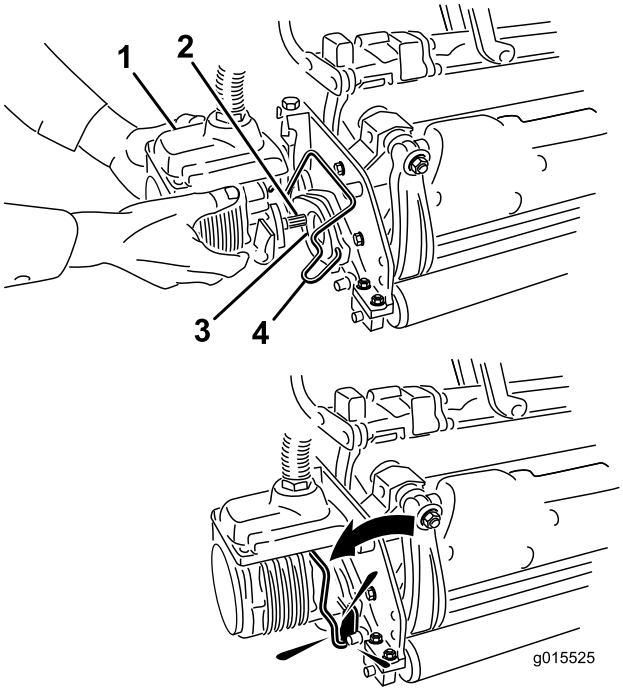

Figur 37
6. Dekk kileakselen i klippeenhetsmotoren med rent smørefett (Figur 37).
7. Sett motoren inn på klippeenhetens venstre side (fra brukerens synspunkt), og dra motorholdebøylen på klippeenheten mot motoren til du hører et "klikk" på begge sider av den (Figur 37).